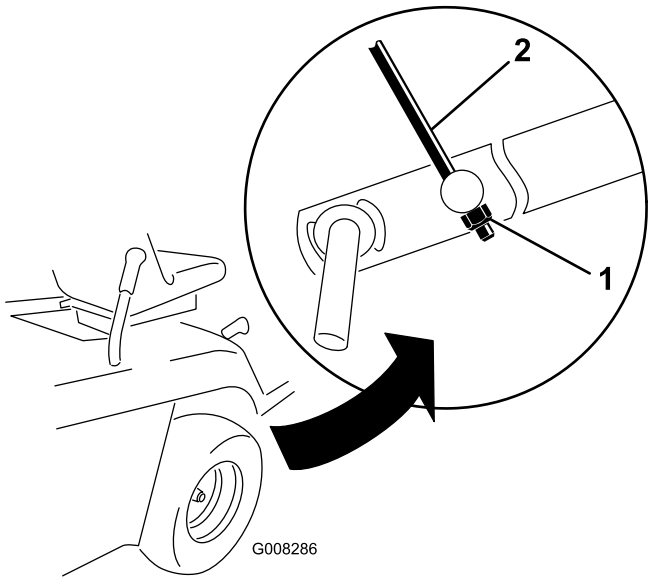

Figur 40
9. Tilpass M8-låsemutteren på slutten av høydejusteringsstangen inntil stangen er litt i spenn (Figur 40).